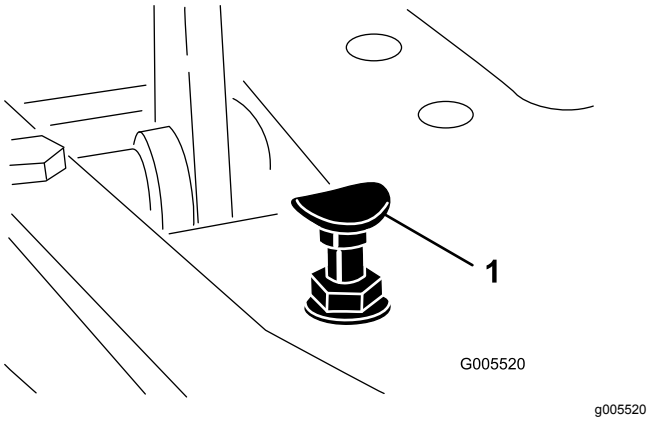

**Figur 53**
Du kommer upp i maximal transporthastighet genom att sätta funktionsreglaget i transportläget och trycka ned gaspedalen. Det behövs en justering om pedalen nuddar vid stoppet (Figur 53) innan anspänningen känns i kabeln:
1. Flytta funktionsreglaget till transportläget och lossa på låsmuttern som fäster pedalstoppet vid golvplattan (Figur 53).